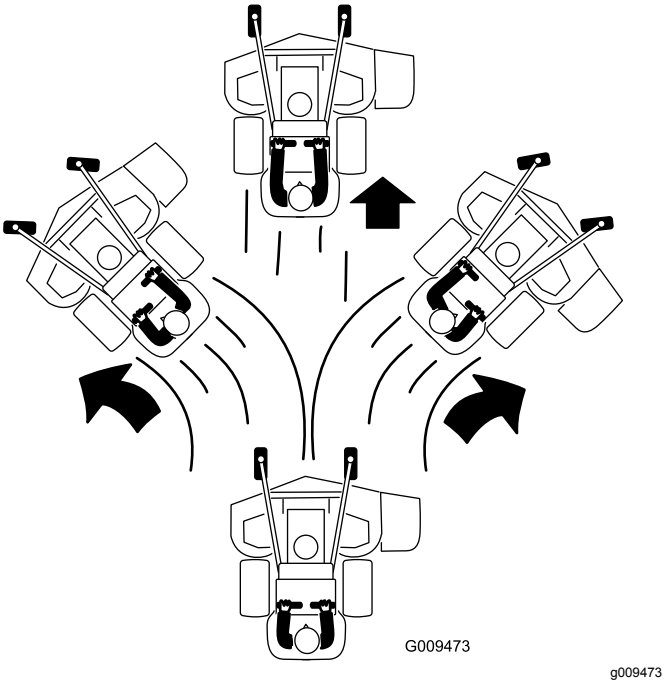

Rysunek 22
4. Powoli przesuń dźwignie sterowania do przodu (Rysunek 22).